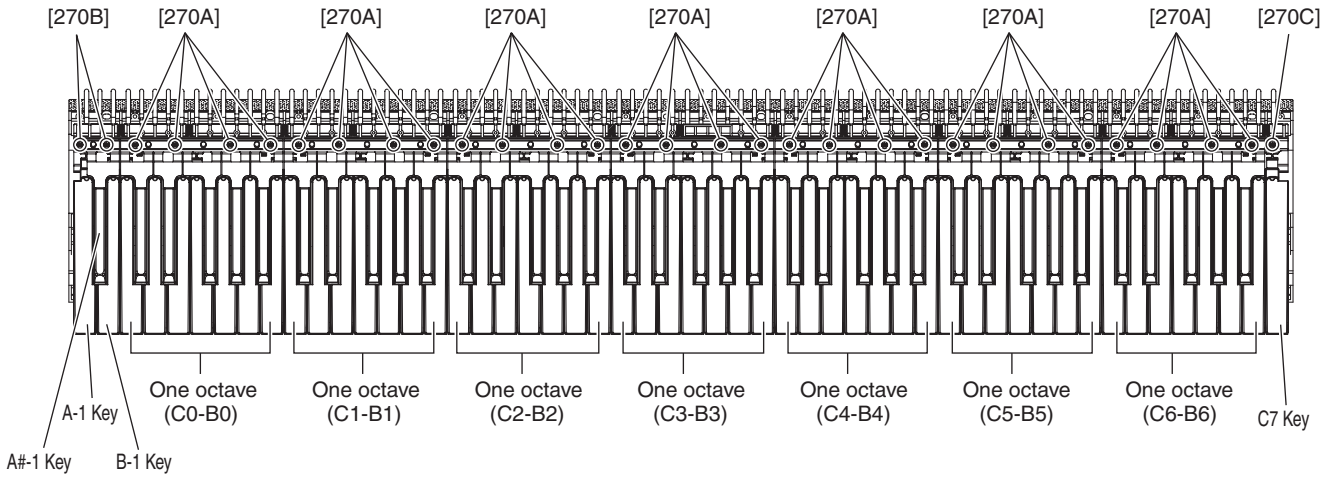
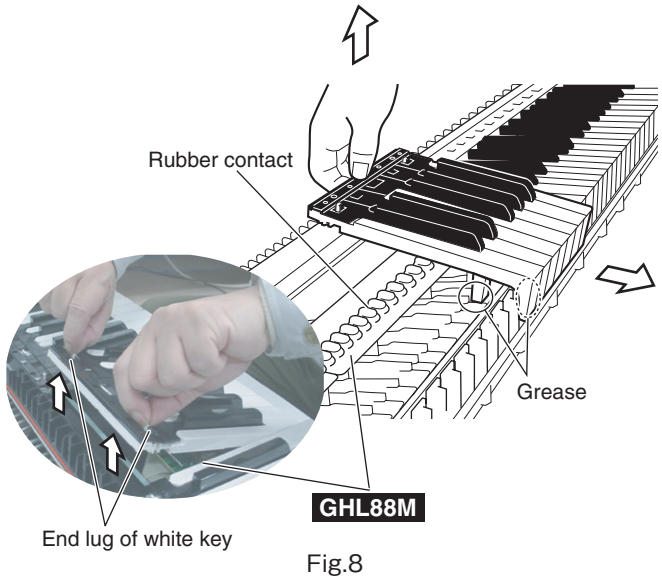

Fig.7
Fig.8
To remove the black and white key assemblies for one octave, grip and lift the both end lugs of white key, and then slide the black and white key assemblies toward you. (Fig.7, Fig.8)
7-2 When removing white keys numbered as A-1 and B-1 key and black key numbered as A#-1, remove two (2) screws marked [270B] and then lift the back of the keys and slide the black and white keys towards you. (Fig.7)
7-3 When removing the C7 key, remove a screw marked [270C] and then lift the back of C7 key and slide it towards you. (Fig.7)
* ***When removing white key assembly and black key assembly, be careful not to allow grease to attach to the circuit board and rubber contacts, etc. (Fig.8)***
Use the four (4) screws marked [270A] to fix 1 octave white key assembly/black key assembly. (Fig.7)
8-8 Use the two (2) screws marked [270B] to fix the A-1 to B-1 keys. (Fig.7)
8-9 Use a screw marked [270C] to fix the C7 key. (Fig.7)